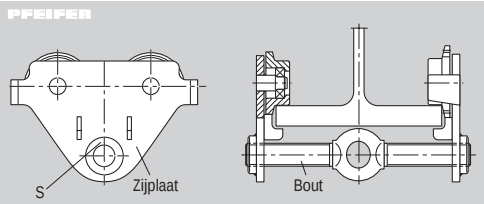

Afb. 7
1. De bout (Afb. 7) met de zijde van de rechtse schroefdraad ca. 3 mm in de met „S“ aangeduide zijplaat draaien.